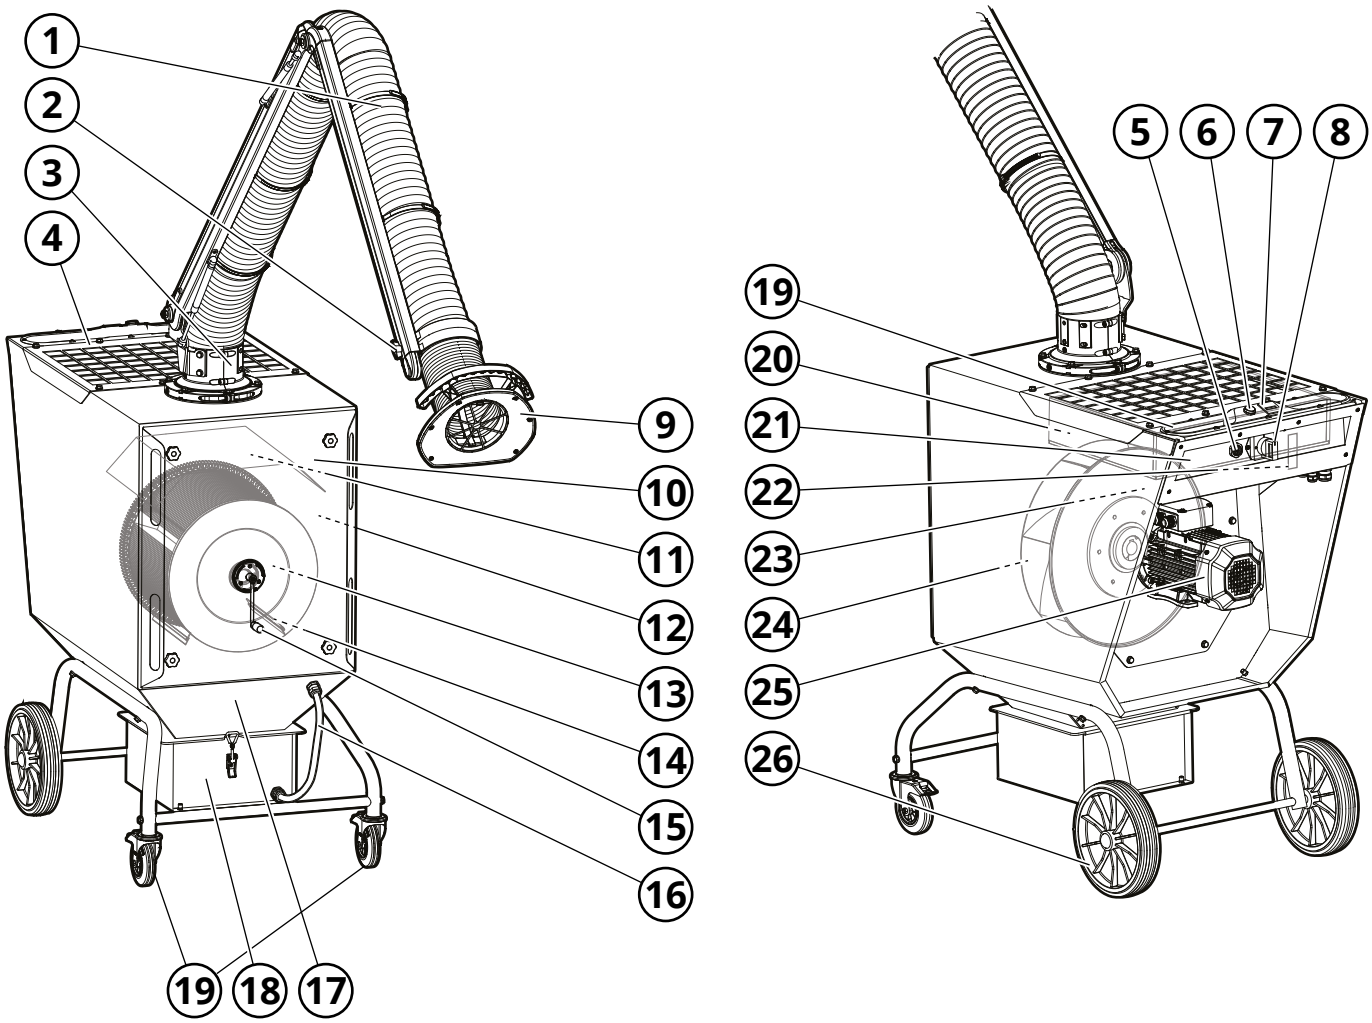

Fig. 2
See **Fig. 2**.
Contaminated air is drawn in via the extraction arm (1, **Fig. 2**) and transported to the dirty side (12) of the assembly where the air is filtered with high efficacy through the horizontally-mounted filter cartridge (13). The clean air is then drawn through the impeller (24) and discharged from the clean side of the filter unit (23) through the exhaust grille (4).